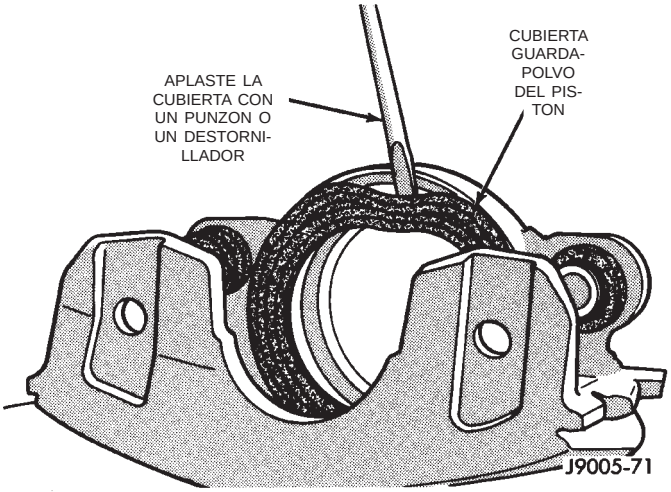

Fig. 47 Desmontaje de la cubierta guardapolvo del pistón del calibrador
(5) Retire la cubierta guardapolvo del pistón del calibrador con una herramienta de palanca adecuada. (Fig. 47)